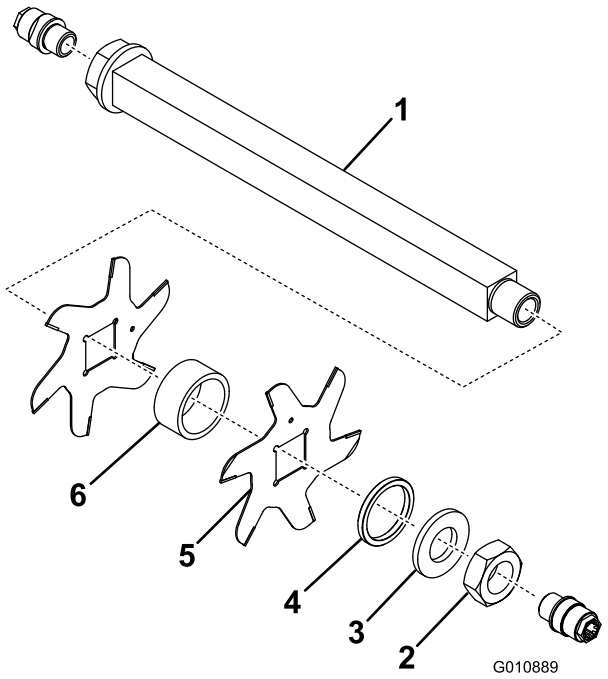

Figur 11
3. Fjern den lille afstandsklods, spændeskiven, knivene og de store afstandsklodser. Rens og smør den firkantede aksel med et tyndt lag fedt for at forenkle monteringen (Figur 11).